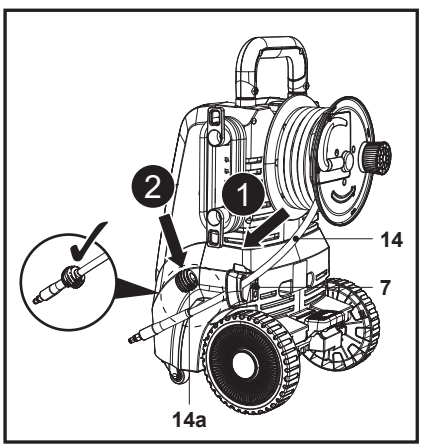

Rys. 4
2. Poprowadzić wąż ciśnieniowy (14) przez prowadnicę węża (7), a następnie przymocować pierścień mocujący (14a) do końcówki (rys. 4, kroki 1, 2).